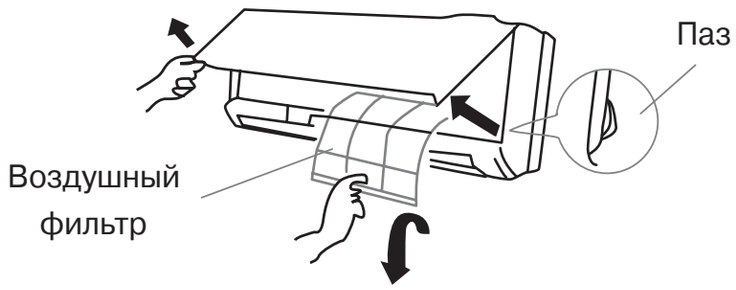

Рис. 8.1
1. Откройте крышку передней панели внутреннего блока и извлеките фильтр-сетку. Для извлечения приподнимите фильтр и потяните на себя (рис. 8.1).